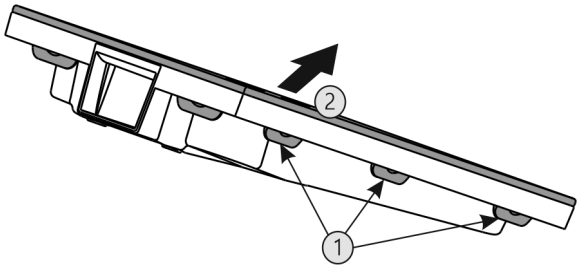

Fig. 69
▶ Press all lugs *Fig. 69 (1)* one after another and remove the cover *Fig. 69 (2)*.